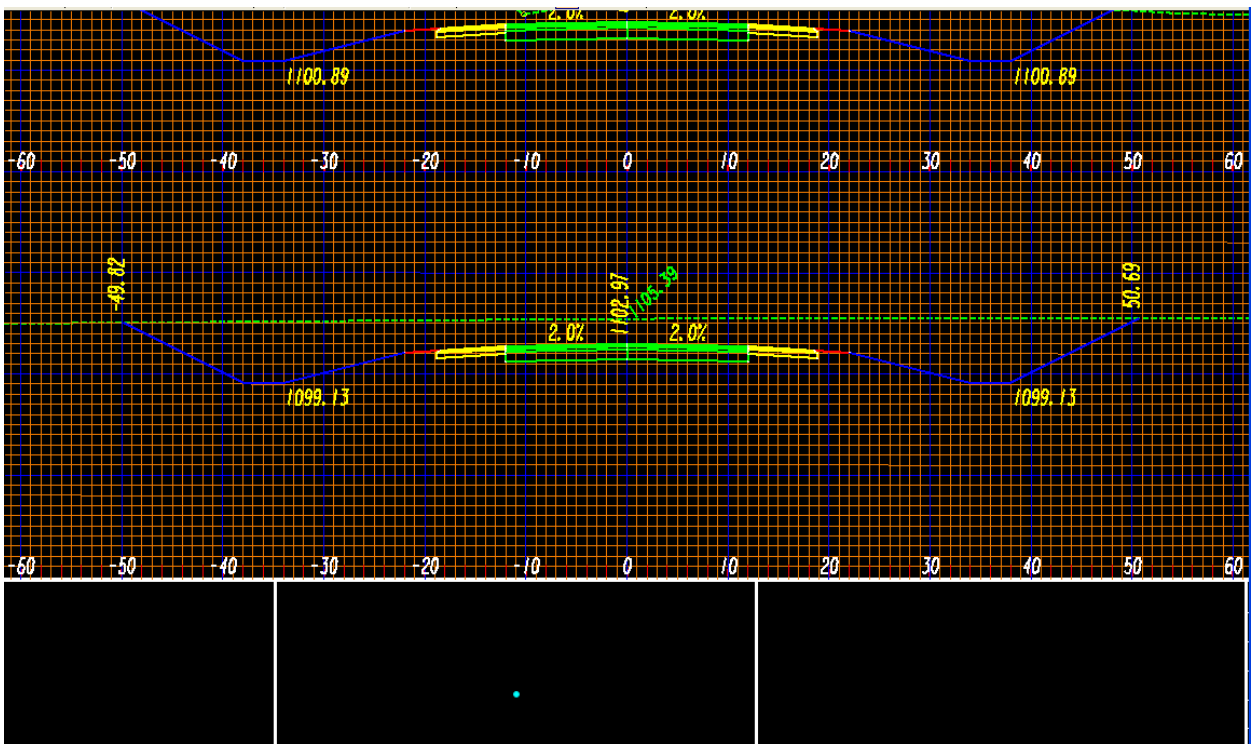

Figure L9-39 MicroStation View Window
55.	**Review Station 10+00.00** • If not still open, open the **Cross Section Viewer**. Select **Evaluation ► Cross Section ► Cross Section Viewer**. The **Cross Section Viewer** dialog opens. • Set the **Zoom Factor:** to ***0.4000***. • Highlight station **10+00**. • Verify in MicroStation that Station **10+00** was centered in the MicroStation View Window as shown in *Figure L9-39*. • Notice the Roadway Cross Slopes have been annotated.